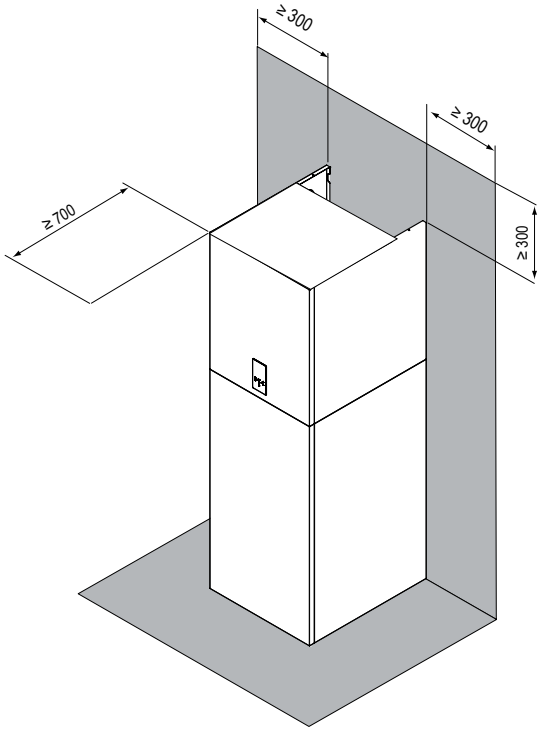

fig. 8 - minimale gebruiksruimte voor de binnenunit
- De ruimte rond het toestel is voldoende voor onderhoud, zie fig. 8.